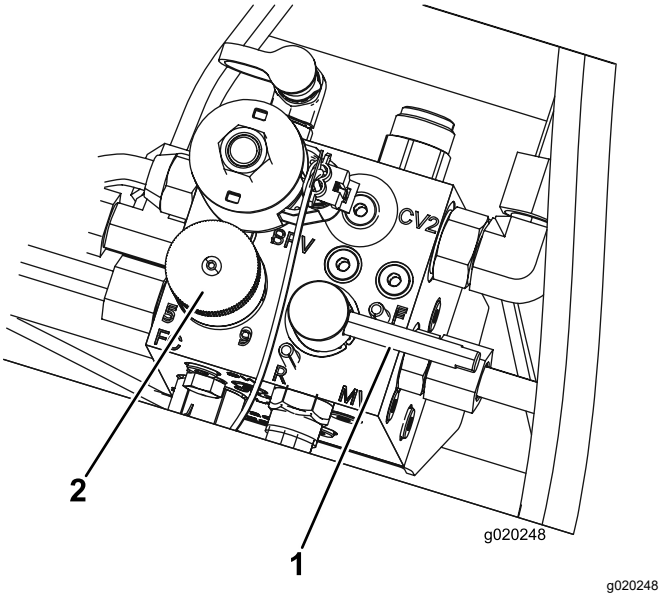

**Figur 83**
5. Ställ in cylinderns hastighetsreglage till läge 1 (Figur 83).
6. Flytta slipningsspaken till läge R (slipning) (Figur 83).